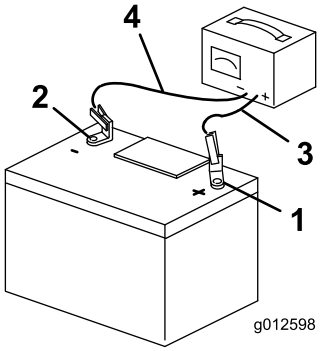

Figur 54
3. När batteriet är fulladdat ska laddaren först kopplas bort från eluttaget och sedan ska laddningskablarna lossas från batteripolerna (Figur 54).